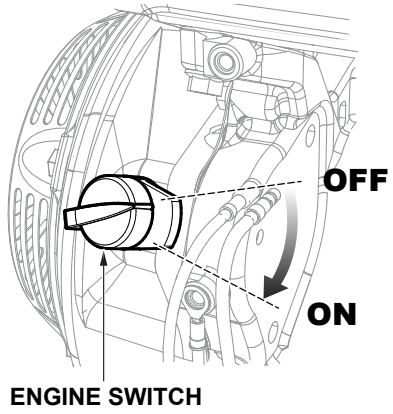

Figure 33. Engine ON/OFF Switch (ON)
2. Place the engine ON/OFF switch in the **ON** position (Figure 33).